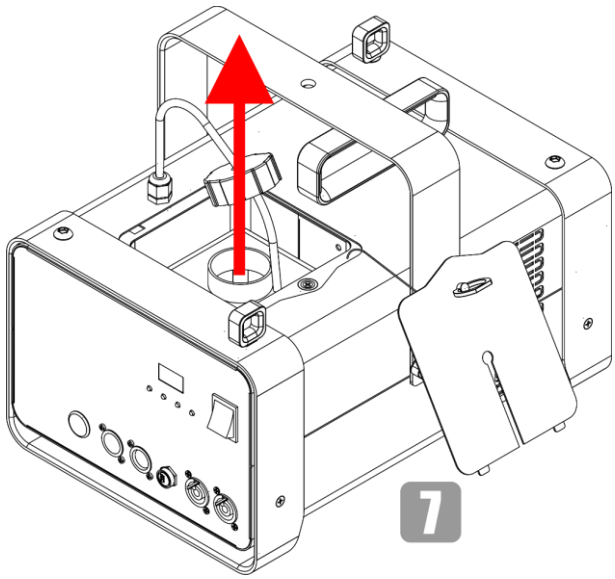

Fig. 26
07) Take out the fluid tank, as shown in Fig. 26.